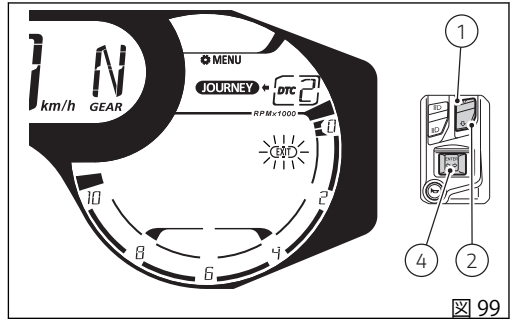

図 99
インストルメントパネルには新しく設定したレベルが表示され、“EXIT” の枠が点滅します (図 99)。この時点でボタン (4) を押すと、前の画面に戻ります。